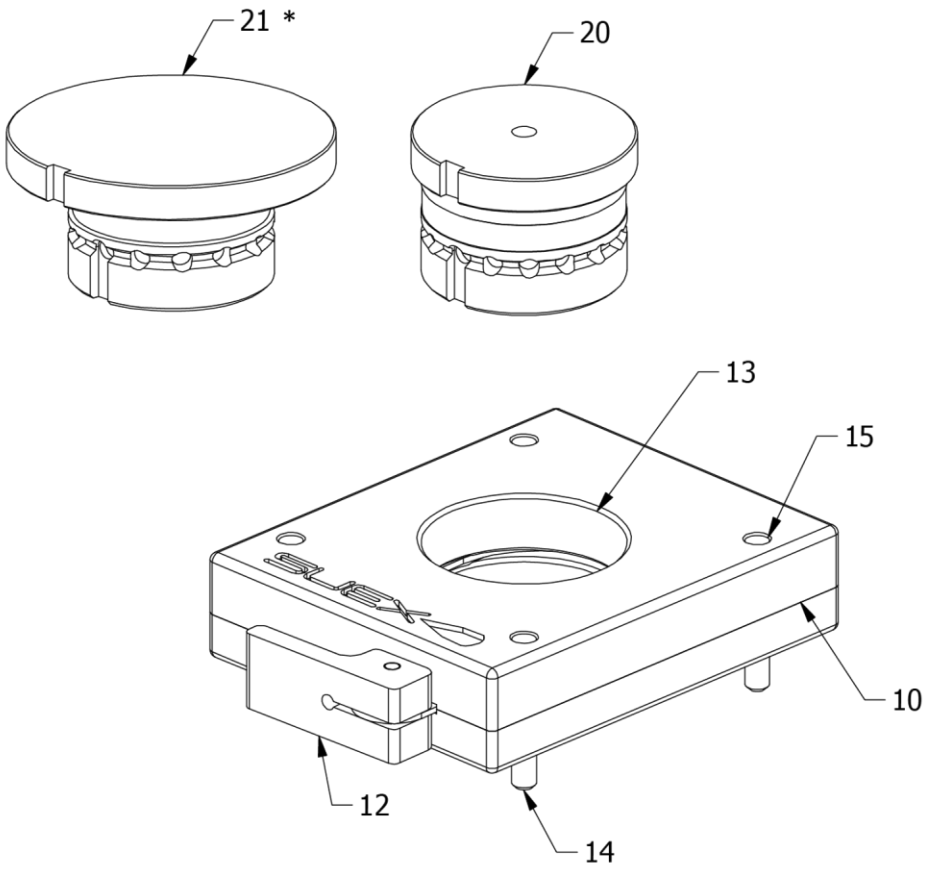

Fig. 4 - Description of the parts of the rotary support
The rotary support is made up of a body (10 - Fig. 4) equipped with 4 integrated screws (14) for fixing on the bracket of the fixed support, a central hole where the specific couplings are inserted (20 / 21) and a lever for quick locking / unlocking of the couplings.
Screw the 4 screws (14 - Fig. 4) alternately without forcing to avoid damaging the support.